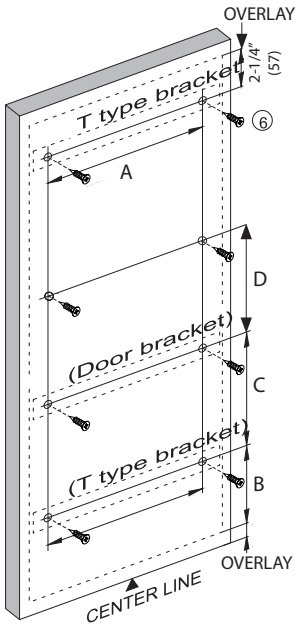

fig. 9
11) To calculate overlay measure the door and then measure the cabinet opening. Overlay = door width minus cabinet opening divided by 2. For example; the door is 12 ½" wide, the opening is 12". 12 ½ - 12 = ½", then divide by 2. The overlay is ¼". Refer to figure 9.
13) At this point, lay your door on a flat surface and mark 6 or 8 pilot hole locations based on figure 9. Dimension "B" for face frame cabinet is 4 ¼" [108mm]. See the table for dimensions "C" and "D". Use an ⅛" drill bit pre-drill pilot holes.